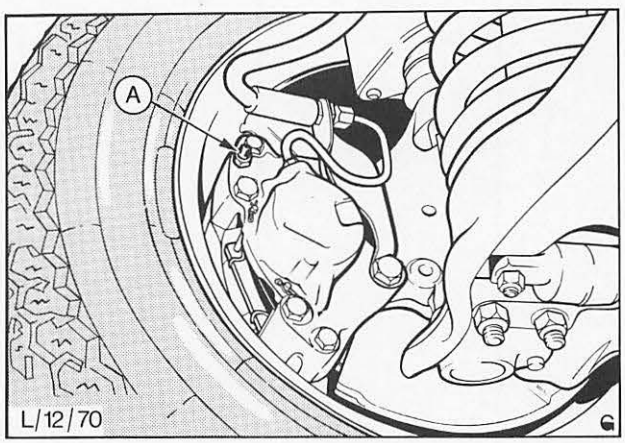

Abb. 19 Entlüftungsschraube am Bremssattel
2. Staubkappe von Entlüftungsschraube vorn rechts entfernen und Entlüftungsschlauch aufschieben, Abb. 19.